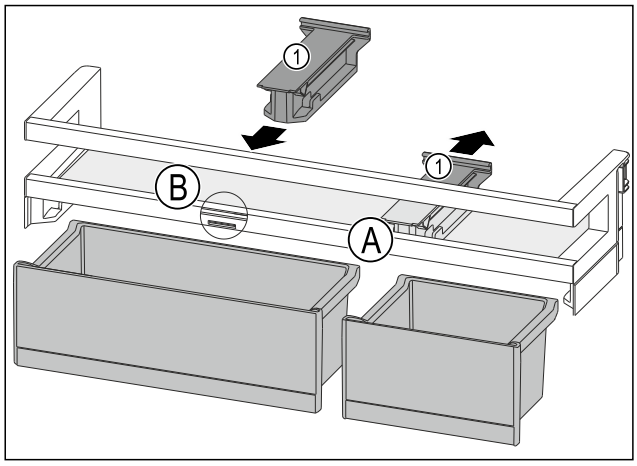

Fig. 156
▶ Desprindeți piesa de susținere *Fig. 156 (1)* din poziție *Fig. 156 (A)* spre spate.
▶ Introduceți piesa de susținere *Fig. 156 (1)* în poziție *Fig. 156 (B)*.